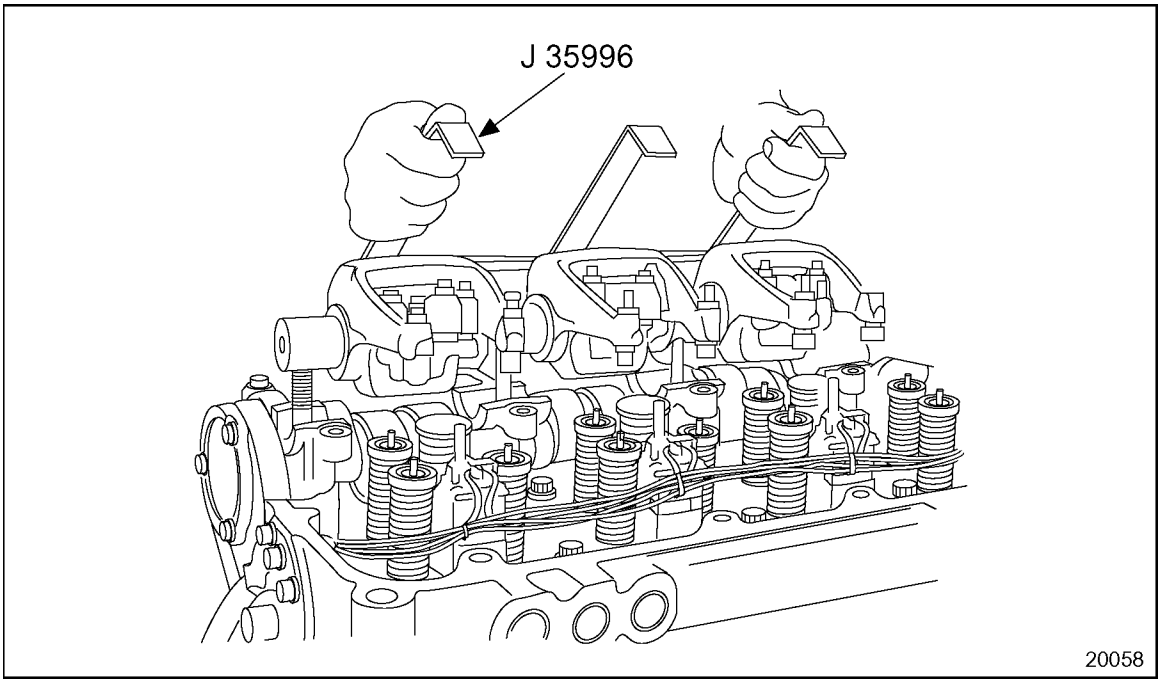

Figure 1-64 Rocker Arm Shaft Assembly Installation
5. Using care to locate the valve button of the unitized valve adjusting screw assemblies to their respective valve stems and injector followers, install the rocker arm shaft assemblies to the cylinder head. See Figure 1-64.